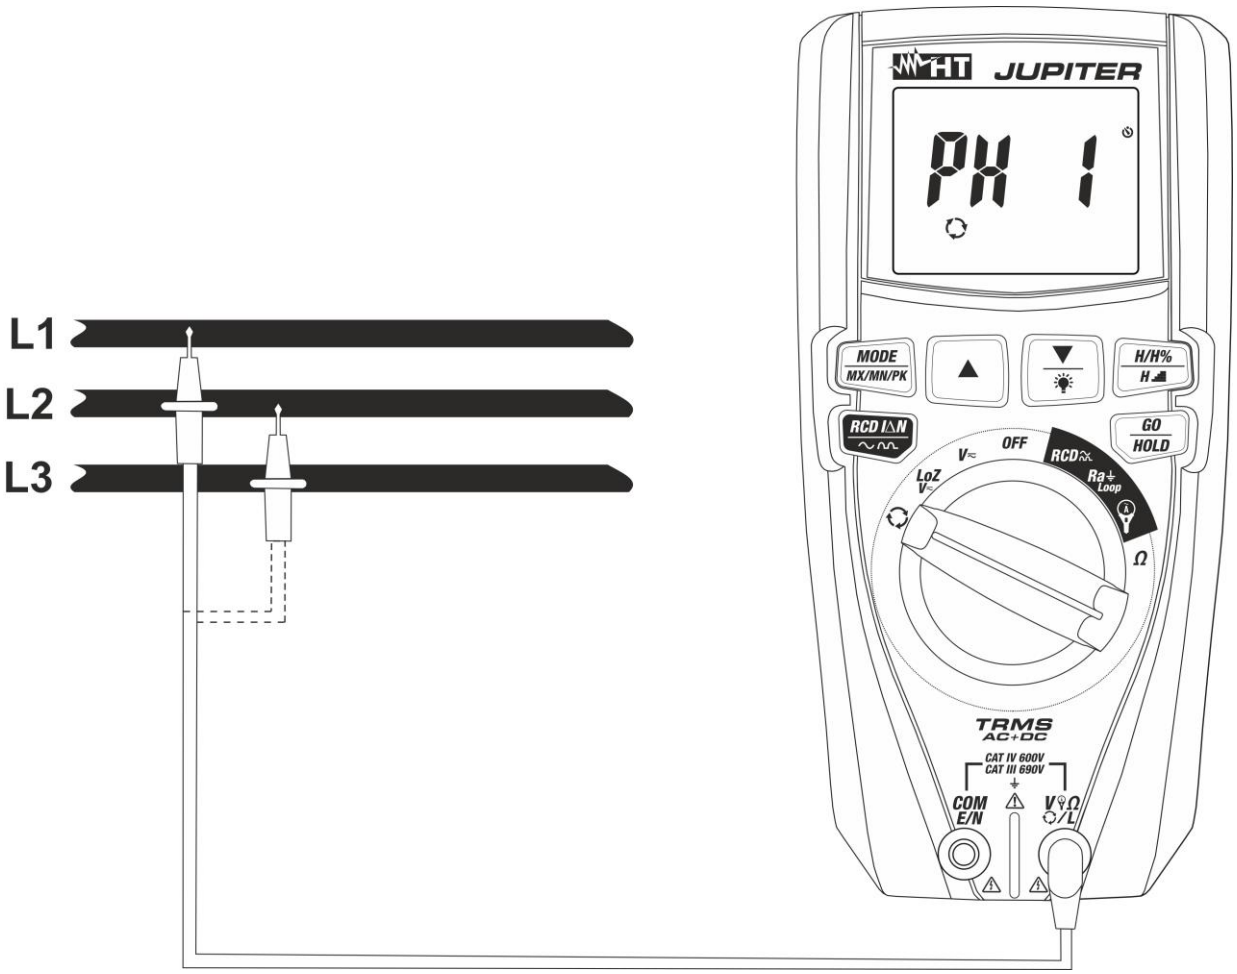
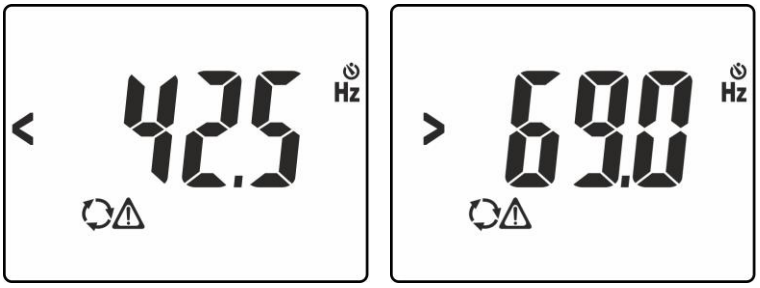
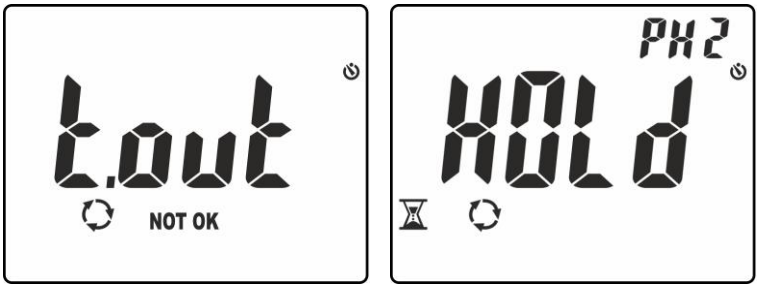

Fig. 12: Uso do instrumento para efetuar o teste de sentido cíclico e concordância das fases
Fig. 13: Sinalização de tensão com frequência errada
Fig. 15: Reconhecimento da fase L1 e aguardando pela fase L2
3. Colocar a ponteira vermelha na fase **L1** do sistema trifásico em exame (ver Fig. 12). As seguintes mensagens podem aparecer no display (ver Fig. 13) para identificar a presença de um sinal de tensão com frequência externa no intervalo **42.5Hz ÷ 69Hz.** Nestas condições o instrumento não executa o teste.
6. Colocar a ponteira vermelha na fase **L2** do sistema trifásico em exame (ver Fig. 12). Nos casos em que a passagem entre a fase L1 e a fase L2 tenha um tempo superior a **10s**, o instrumento apresenta a mensagem "**t.out**" no display (ver Fig. 15 – parte esquerda). Em condições corretas de tensão e frequência, o instrumento apresenta a mensagem "**HOLD**", os símbolos ⌛ e "PH2" e emite um som contínuo aguardando pelo reconhecimento de um valor estável da tensão na fase L2 (ver Fig. 15 – parte direita).